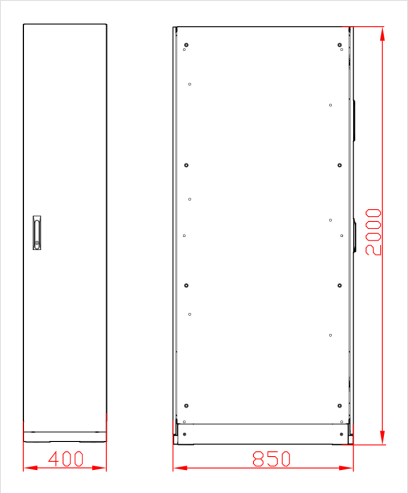

FIGURA 3-13 Dimensioni del combiner, mm (400 × 850 × 2.000)
1. Scegliete la posizione in base alle dimensioni del combiner (Figura 3-13) e agli spazi liberi (Sezione 3.4). Il combiner può stare a sinistra, a destra o tra gli armadi.